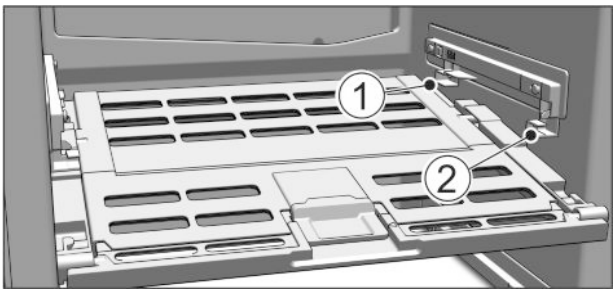

Fig. 43
▶ Deksel Fruit & Vegetable-Safe aanbrengen: Dekselranden van onder in de achterste houder *Fig. 43 (1)* plaatsen en van voren in de houder *Fig. 43 (2)* klikken.